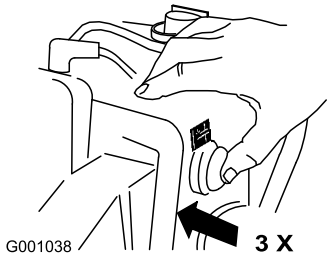

Figur 25
6. Snapsa genom att trycka in knappen ordentligt med tummen tre gånger, och hålla in knappen en sekund vid varje tryckning innan du släpper den igen (Figur 25).